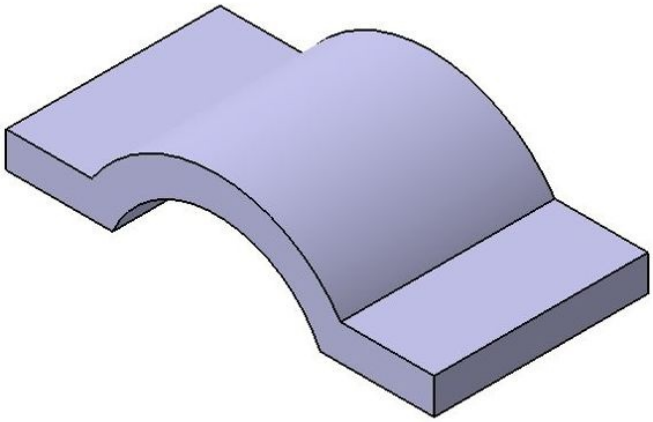

Figure 5-58 *The model after creating the base feature*
6. Set **75** in the **Length** spinner and choose the **OK** button from the **Pad Definition** dialog box. The isometric view of the model after creating the base feature is shown in Figure 5-58.